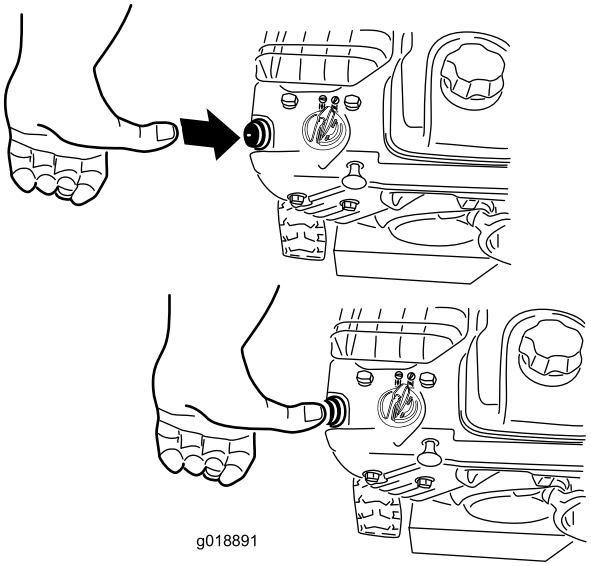

Figur 23
4. Trykk inn primeren med tommelen to ganger (-9 °C eller over) eller fire ganger (under -9 °C), og hold primeren inne i ett sekund før du slipper den, hver gang du trykker den inn (Figur 23).